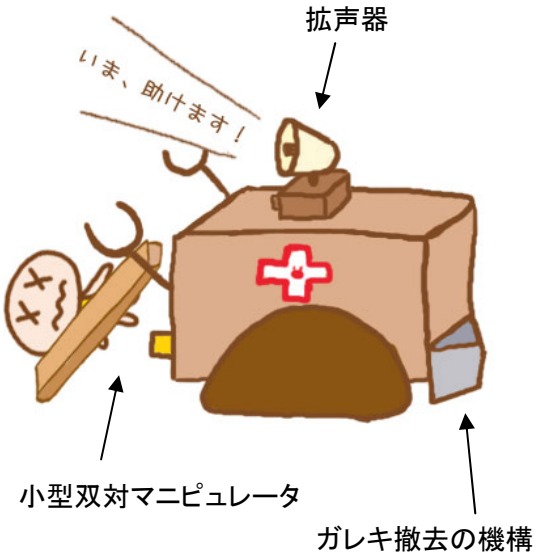

図 2.1
① 救助に来たことを知らせるため、拡声器でガレキの下にいるダミヤンに呼びかける。（図 2.1）